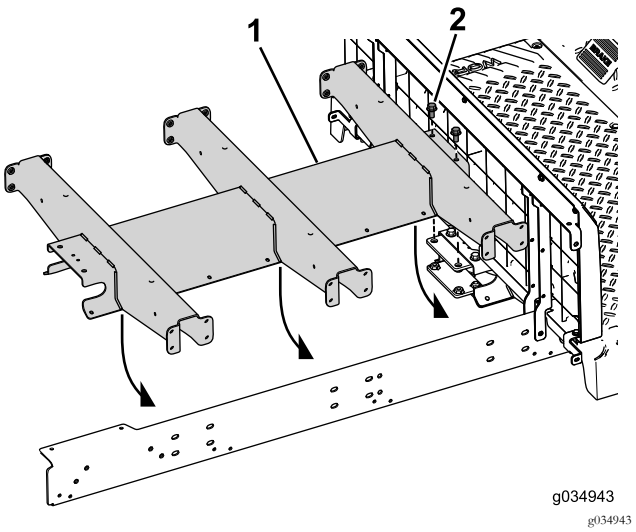

Figura 24
4. Inserite i 2 bulloni (3/8" x ¾") attraverso il canale centrale e il supporto posteriore (Figura 24).